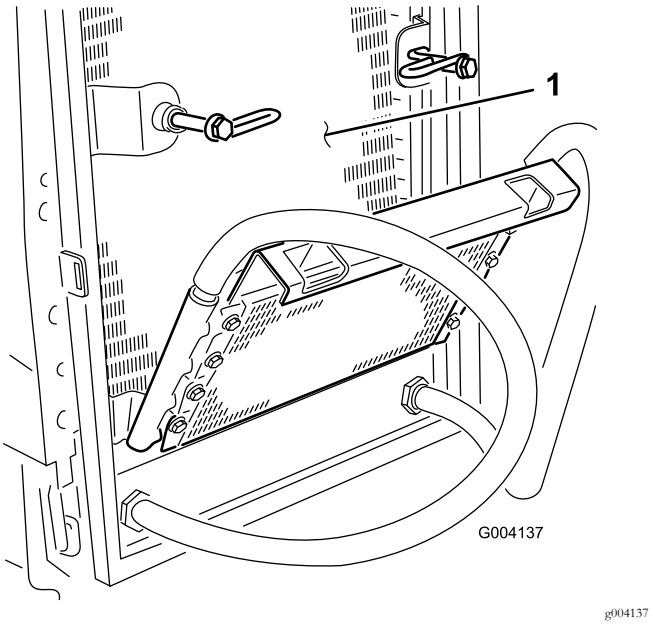

Figur 50
8. När kylaren och oljekylaren har rengjorts noga ska eventuellt skräp som har samlats på maskinens övriga delar (Figur 50) blåsas bort med tryckluft.